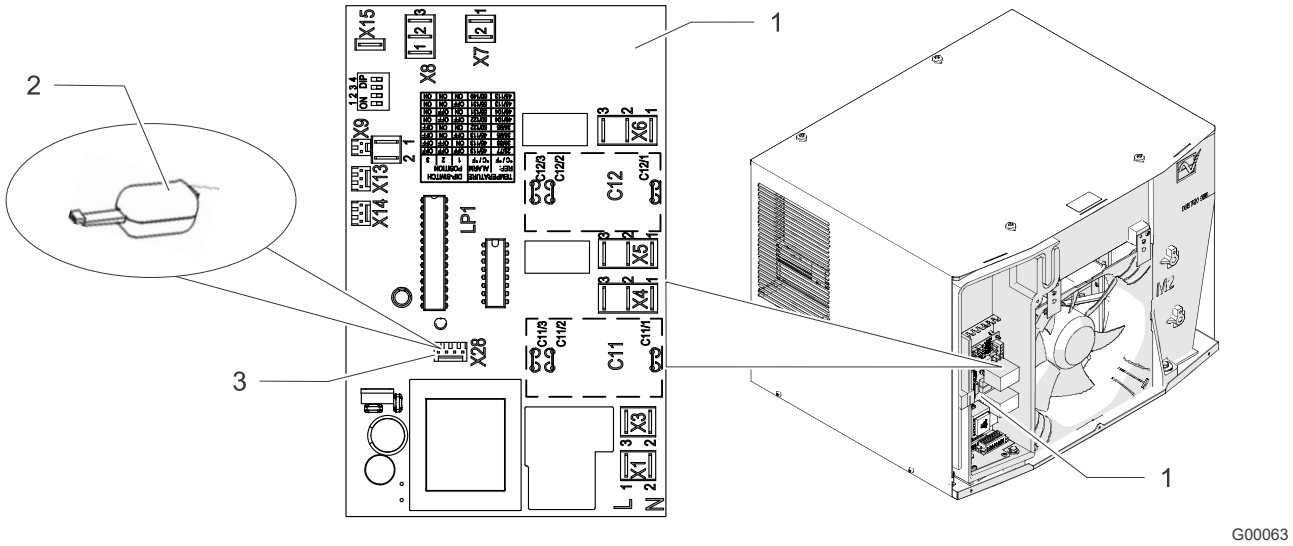

Fig. 28: Service interface
- The connection for the USB adapter (Fig. 28, item 2) is marked on the circuit diagram with the device tag X28 (Fig. 28, item 3).
The controller board (Fig. 28, item 1) with the service interface X28 (Fig. 28, item 3) is accessible.
2. Connect the USB adapter (Fig. 28, item 2) to the service interface X28.